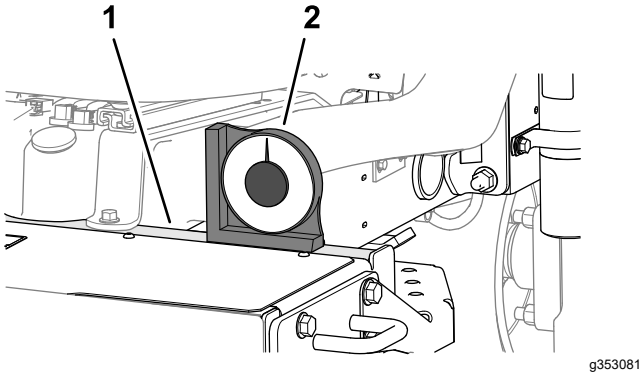

**Figur 6**
2. Kontrollera att maskinen står jämnt genom att placera en handhållen vinkelindikator (medföljer maskinen) på ramens tvärbalk vid bränsletanken (Figur 6).